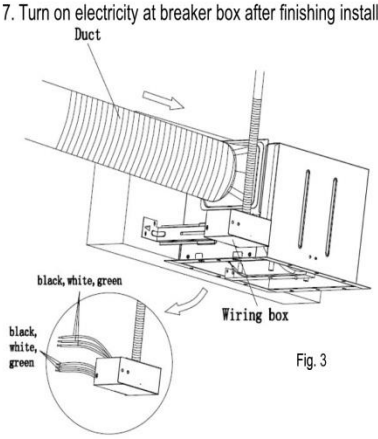

Fig. 3
3. Refer to wring diagram on page 4. Using wire nuts, connect house power wires to ventilating fan wires: black to black; white to white; green to green. Replace the junction box cover. (Fig.3)